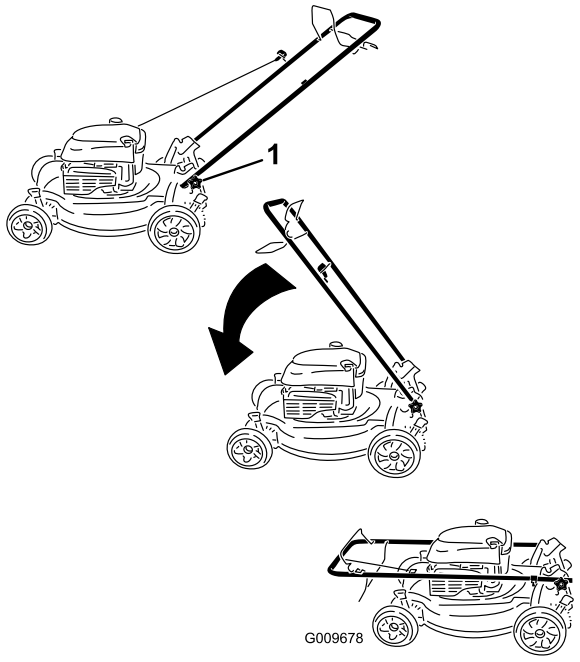

Figuur 30
1. Draai de knoppen van de handgreep los totdat u het bovenste deel van de handgreep vrij kunt bewegen (Figuur 30).
1. Handgreepknoppen (2)
2. Beweeg de handgreep naar voren zoals word getoond in Figuur 30.